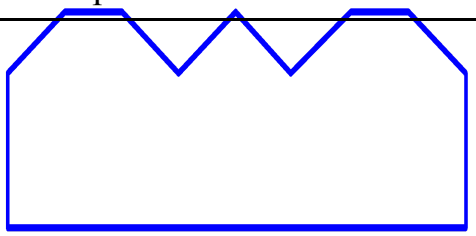

Рис. 4.7. Эскиз сечения рамки (образец).
Создайте модель рамки для фотографий. Прямоугольная рамка представляет собой замкнутую траекторию. Образец сечения (профиль) рамки показан на рис. 4.7 (конечно, он может быть любым).
3.3. Создайте эскиз сечения по образцу на рис. 4.7.